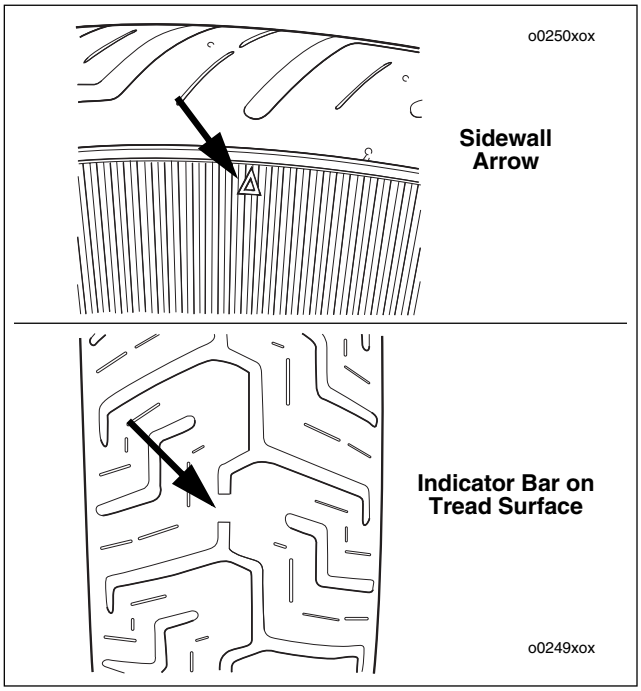

Figure 1-4. Tread Wear Indicator Bars
a. Locate the arrows on the tire sidewalls. The arrows point to location of the tread wear indicator bars. See upper frame of Figure 1-4.
b. Immediately replace tires if any tread wear indicator bar is on the tire tread surface, indicating that 1/32 inch (0.8 mm) or less of tire tread pattern remains. See lower frame of Figure 1-4.